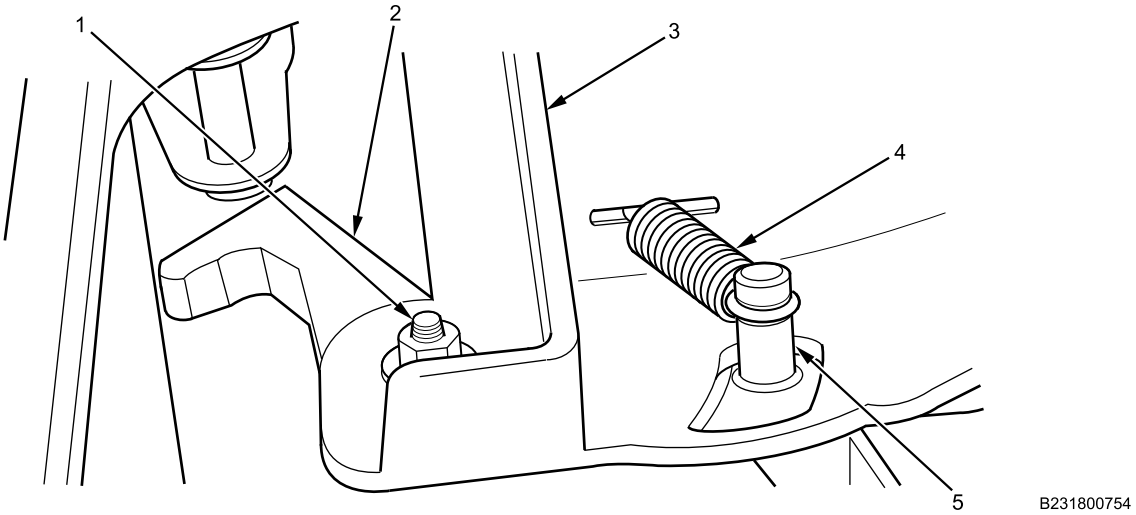

Figure 3. Latch Hook Spring and Latch Hook Removal.
1. Remove latch hook spring (Figure 3, Item 4) from post (Figure 3, Item 5) on sliding hatch bracket (Figure 3, Item 3).
2. Remove nut, washer, and bolt (Figure 3, Item 1) from sliding hatch bracket (Figure 3, Item 3) and remove latch hook (Figure 3, Item 2).